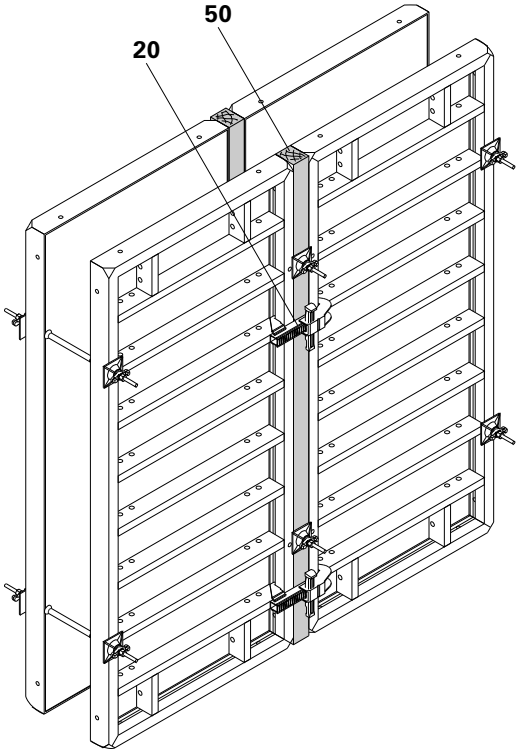

Rys. A12.01
Kompensacja za pomocą krawędziaka dociętego na wymiar (50). (Rys. A12.01)